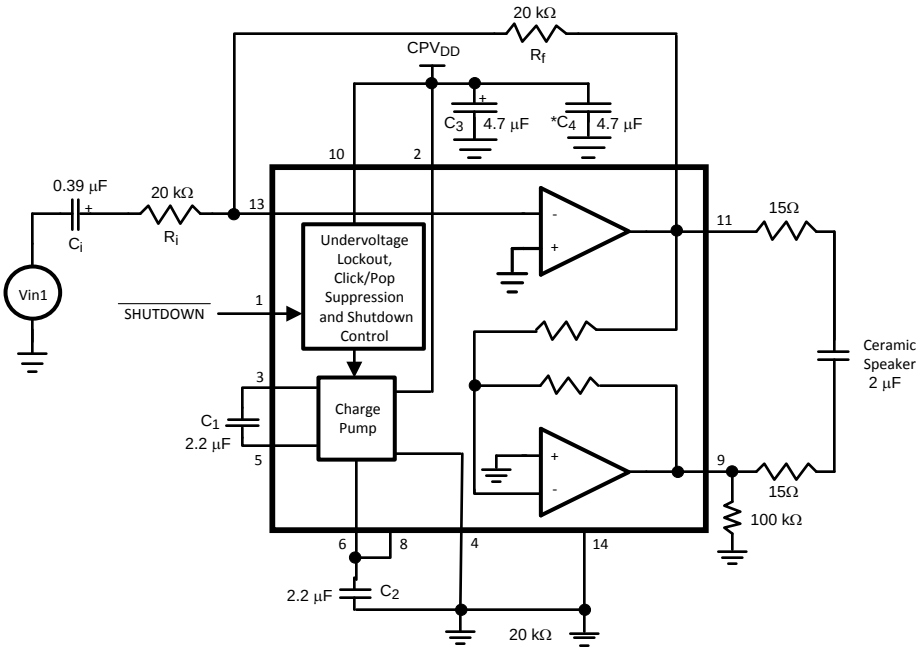

Figure 1. Typical Application Circuit
(1) All voltages are measured with respect to the GND pin unless otherwise specified.
(2) Absolute Maximum Ratings indicate limits beyond which damage to the device may occur. Operating Ratings indicate conditions for which the device is functional but do not ensure specific performance limits. Electrical Characteristics state DC and AC electrical specifications under particular test conditions that ensure specific performance limits. This assumes that the device is within the Operating Ratings. Specifications are not ensured for parameters where no limit is given; however, the typical value is a good indication of device performance.
(3) If Military/Aerospace specified devices are required, please contact the Texas Instruments Sales Office/Distributors for availability and specifications.
(4) The maximum power dissipation must be derated at elevated temperatures and is dictated by T_{JMAX}, θ_{JA}, and the ambient temperature, T_A. The maximum allowable power dissipation is $P_{DMAX} = (T_{JMAX} – T_A)/\theta_{JA}$ or the number given in Absolute Maximum Ratings, whichever is lower. For the LM4xxx typical application (shown in Figure 1) with V_{DD} = yyV, R_L = 2µF+30Ω mono BTL operation the total power dissipation is xxxW. θ_{JA} = 40°C/W.
(5) Human body model, 100pF discharged through a 1.5kΩ resistor.
(6) If the product is in shutdown mode and V_{DD} exceeds 3.6V (to a max of 4V V_{DD}), then most of the excess current will flow through the ESD protection circuits. If the source impedance limits the current to a max of 10mA, then the part will be protected. If the part is enabled when V_{DD} is above 4V, circuit performance will be curtailed or the part may be permanently damaged.
(7) Machine Model, 220pF-240pF discharged through all pins.
The following specifications apply for V_{DD} = 3.6V, $A_{V\text{-}BTL}$ = 6dB, Z_L = 2µF+30Ω unless otherwise specified. Limits apply to T_A = 25°C. See Figure 1.
The following specifications apply for V_{DD} = 3.0V, $A_{V\text{-}BTL}$ = 6dB, Z_L = 2µF+30Ω unless otherwise specified. Limits apply to T_A = 25°C. See Figure 1.